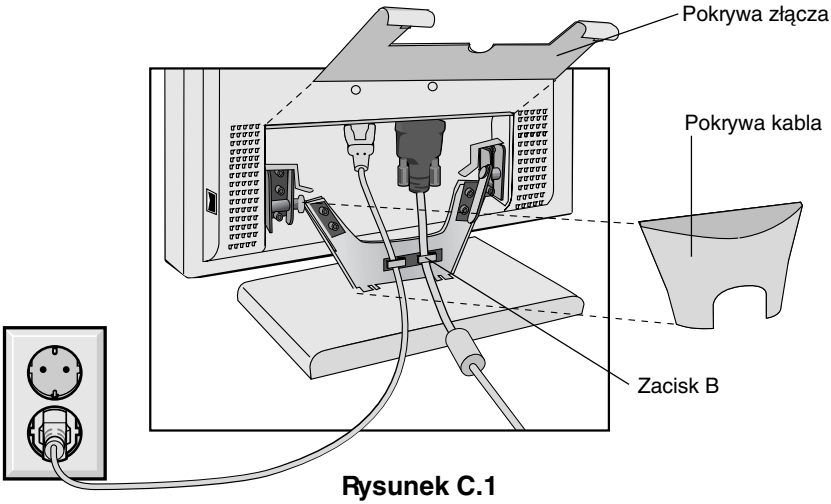

Rysunek C.1
4. Podłącz 15-pinową końcówkę mini D-SUB kabla sygnałowego wideo do właściwego złącza w tylnej części monitora (**Rysunek C.1**). Umieść kabel sygnałowy video w zacisku B.
5 Podłączyć jeden koniec przewodu zasilającego do monitora Serii MultiSync LCD, a drugi do gniazda zasilającego. Włóż kabel sygnałowy oraz kabel zasilający pod zaciski (**Rysunek C.1**). Ponownie załóż pokrywę złącza i pokrywę przewodu.